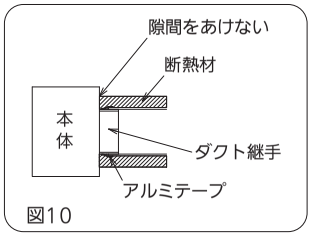

図10
2. ダクトをダクト継手にしっかり差し込み、空気が漏れないようにアルミテープなどで接続部を巻いてください。（図10）